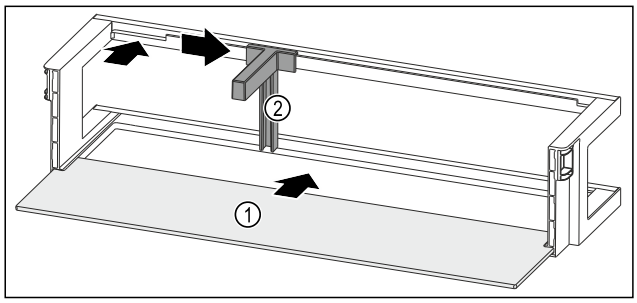

*Fig. 59 Door rack with shelf*
- ▶ Push the shelf *Fig. 59 (1)* into the side recesses.
- ▶ Insert the bottle holder *Fig. 59 (2)* in the recess.
- ▶ Push the bottle holder *Fig. 59 (2)* to the desired position to the side.